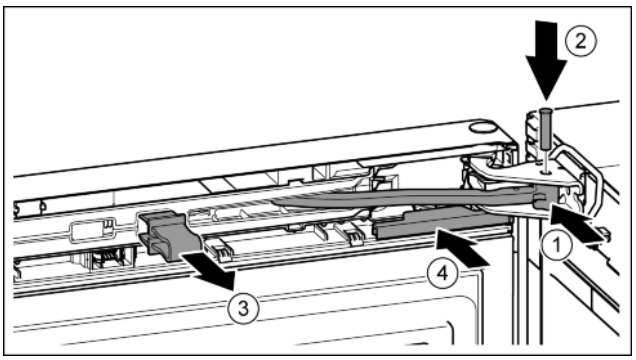

Fig. 22
▶ Turn the hinge in the bearing bracket. *Fig. 22 (1)*
▶ Insert the bolt in the bearing bracket and hinge. Make sure that the catch mechanism is sitting correctly in the groove. *Fig. 22 (2)*
▶ Remove the locking device. *Fig. 22 (3)*
▶ Slide on the cover. *Fig. 22 (4)*